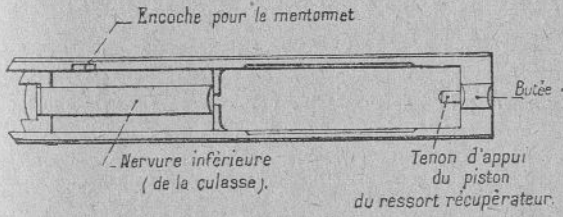

Fig. 7. — Bloc de culasse (intérieur).
36. Intérieur (fig. 7) : la *culasse,* d'une seule pièce avec le bloc de culasse; la *cuvette;* la *nervure inférieure;* l'*encoche pour le mentonnet;* le *logement du percuteur et de son ressort*